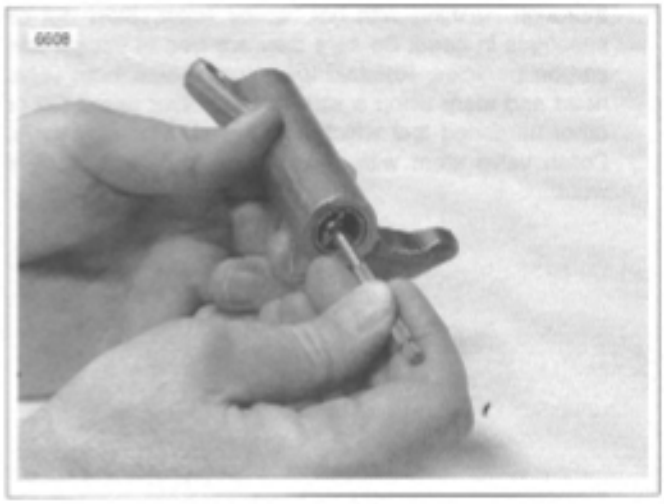

Figure 3-72. Measuring Rocker Arm Bushing Inner Diameter
b. See Figure 3-72. Measure rocker arm bushing inner diameter.